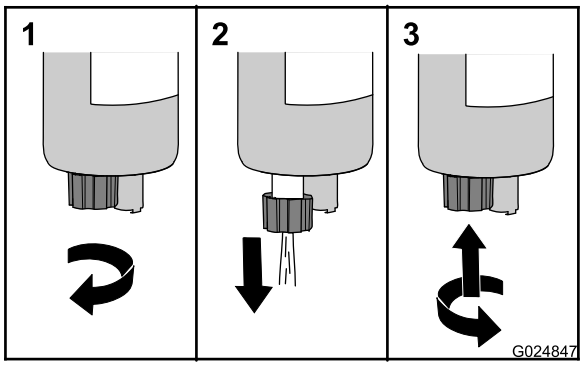

Figura 22
3. Ruotate la valvola di spurgo in senso antiorario all'incirca di 3 giri e 1/2, fino a quando la valvola non cade dal separatore di carburante/condensa (Figura 22).
4. Spurgate l'acqua e i sedimenti dal separatore fino a quando non è visibile carburante pulito (Figura 22).
5. Sollevate la valvola e giratela in senso orario a mano finché non è serrata (Figura 22).